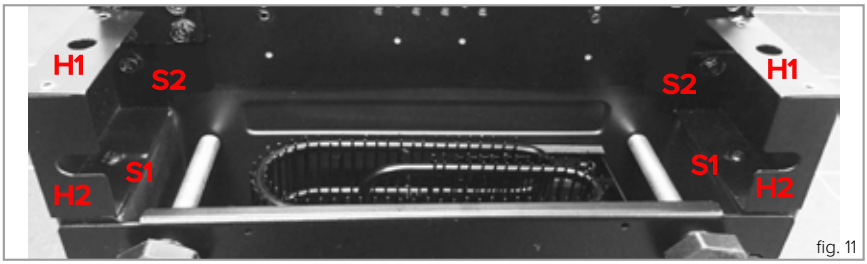

fig. 11
2. Remove the remaining plinth trim supports (Fig. 11) by removing the screws marked S1 through the holes marked H1 and the screws marked S2 through the gaps marked as H2.